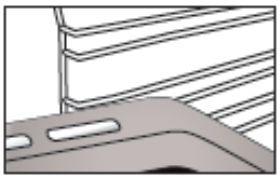

Fig. 2
2. Pour les autres accessoires, tels que la lèchefrite et la plaque à pâtisserie, l'introduction s'effectue de la même manière que pour la grille *(Fig. 2)*.